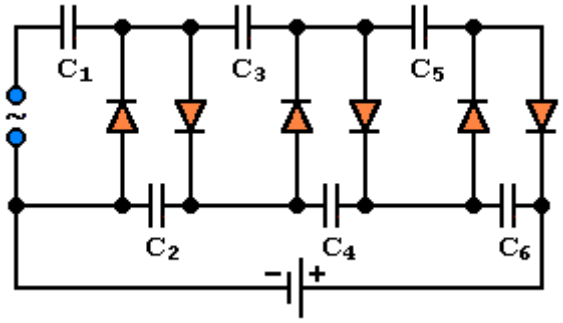

Abb.2: mehrstufiger Kaskadengleichrichter
f. Kaskadengleichrichter werden verwendet, wenn die hohe Welligkeit nicht stört oder die Belastung gering ist. Das Ladeteil der elektrischen Zahnbürste enthält einen Kaskadengleichrichter. Schaltet man mehrere Kaskaden in Reihe (s. Abb. 2), kann man Gleichspannungen erhalten, die die angelegte Wechselspannung um ein Vielfaches übersteigen. Sie werden z.B. für Gasentladelampen benutzt, die nur wenig Strom benötigen.